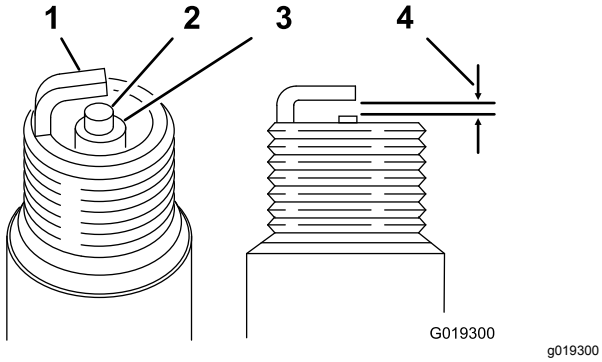

Figur 34
3. Still inn elektrodeavstanden til 0,6–0,7 mm (Figur 34). Monter en tennplugg med riktig avstand, og stram pluggen til 23 N·m.